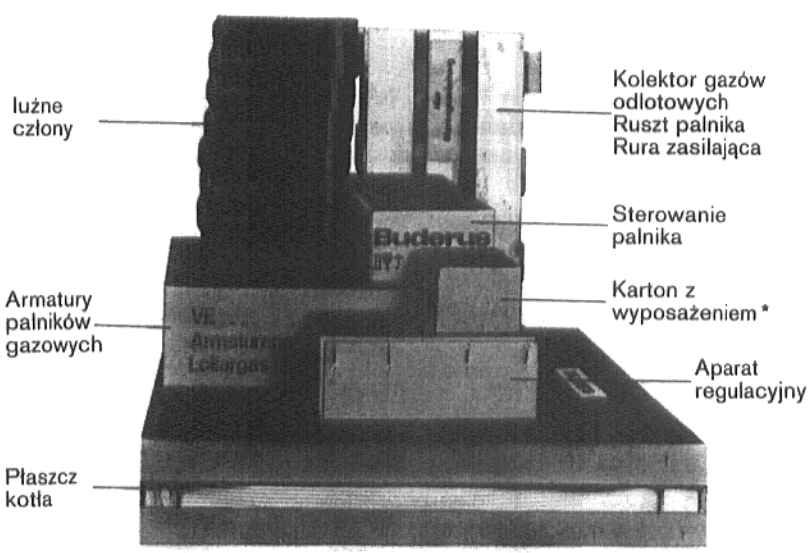

Rys. 5
b) Kocioł w luźnych członach (Rys. 5)